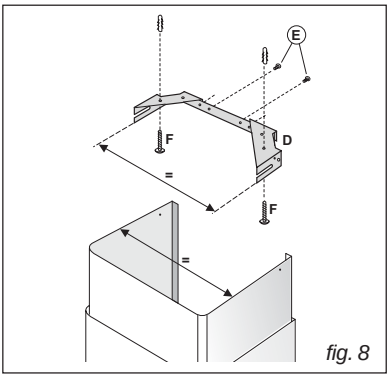

fig. 8
- Régler la largeur de l'étrier de support (D) du tuyau télescopique à l'aide des vis (E) indiquées sur la Fig.8; ensuite, à l'aide des chevilles et des vis (F), fournies, fixer le support au plafond en faisant attention qu'il soit dans l'axe de la hotte.